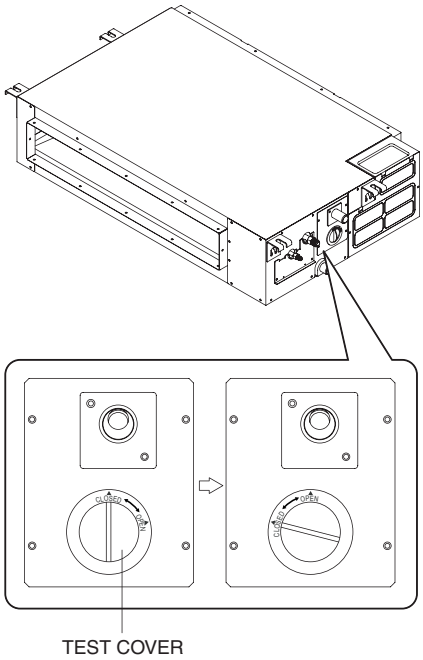

Fig. 12 — Test Cover
1. Remove the test cover by rotating it counter-clockwise as shown in Fig. 12.